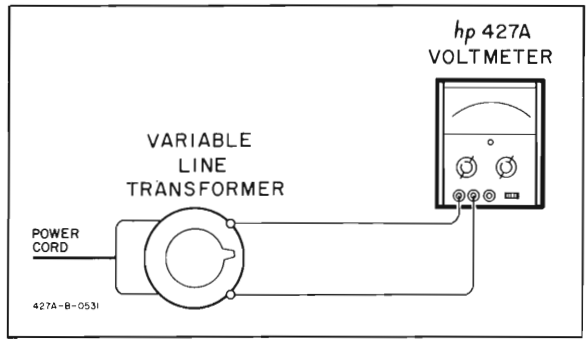

Figure 5-4. AC Rejection Check
5-19. A peak ac superimposed noise signal 100 times the full scale input should affect the Model 427A reading less than 1%. Figure 5-4 shows the test setup using a variable line transformer as a noise generator. A 7.07 volt rms output from the variable line transformer corresponds to a 10 volt peak noise signal. The 10 volt noise signal will be applied to the 0.1 volt dc range.
b. Switch the FUNCTION to ACV and the RANGE to 10. Connect the variable line transformer and the Model 427A as shown in Figure 5-4.